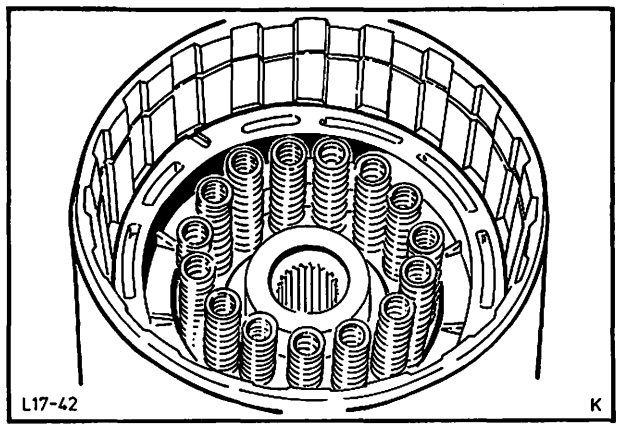
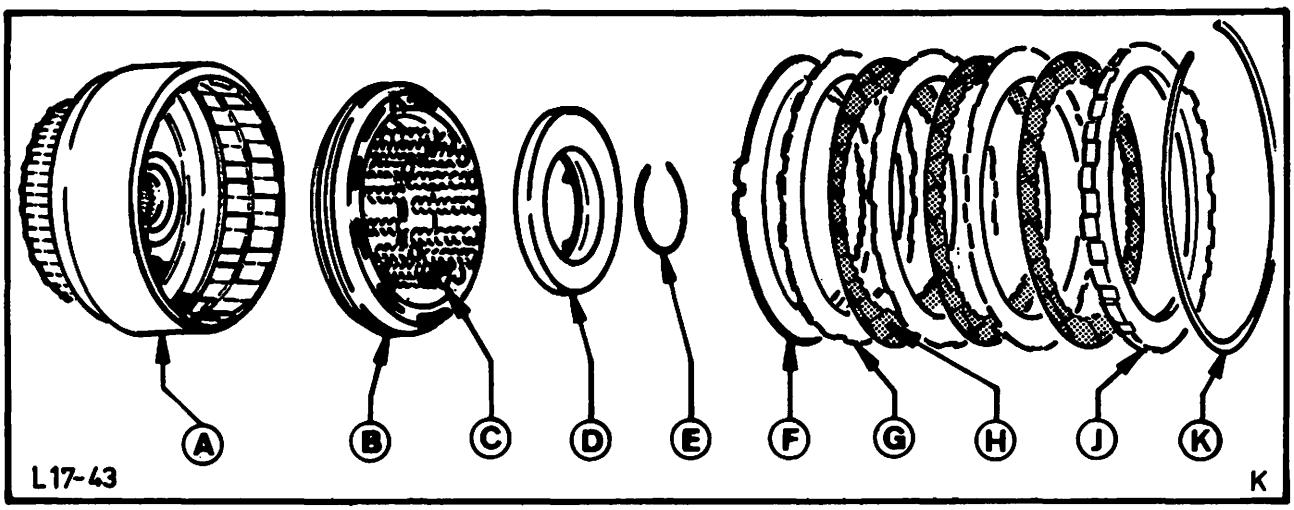

Abb. 69 Kupplungskörper mit Kolben und montierten Druckfedern
Abb. 70 Vorwärtskupplung zerlegt
Druckfedern (15) und Federteller einsetzen. Abb. 69. Mit Werkzeug 17-007 Federn zusammenpressen und Sprengring montieren. Wellfederscheibe mit Lamellenpaket in richtiger Reihenfolge (Wellfederscheibe, Stahl, Belag, Stahl abwechselnd und zum Schluß die Stützplatte) einsetzen, Abb. 70, und mit einem Sprengring sichern. Spiel zwischen Sprengring und Stützplatte wie unter Punkt 25 beschrieben, ermitteln bzw., falls erforderlich, korrigieren.